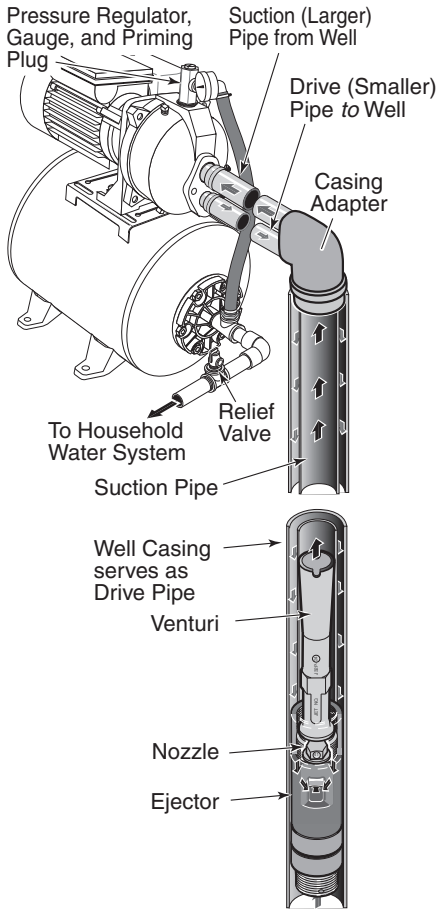

Figure 7 - 2" (Single Pipe) Deep Well
3. Assemble ejector kit, well piping, and well head adapter according to the instructions provided with the ejector package. See Figure 7. Use galvanized drop pipe with turned couplings to allow proper flow. Follow the instructions included with the kit in order to match the nozzle and venturi to your well conditions.